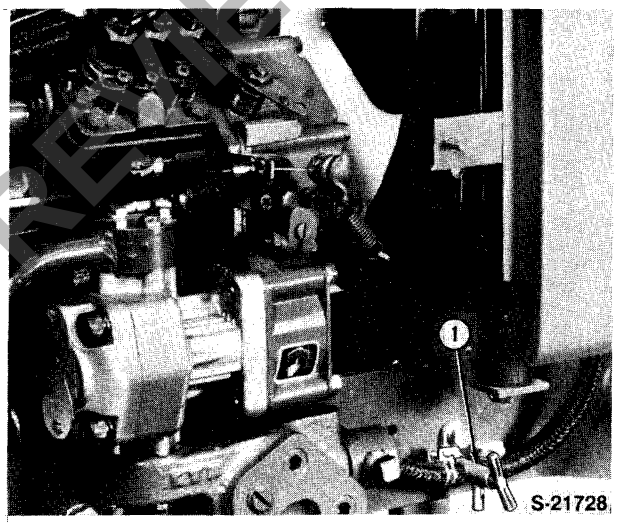

Figure 4
1. Drain the radiator, Figure 4.